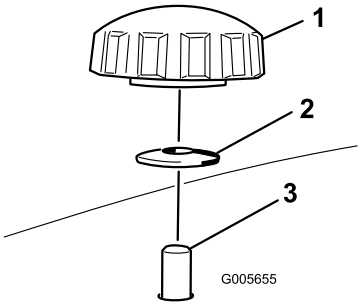
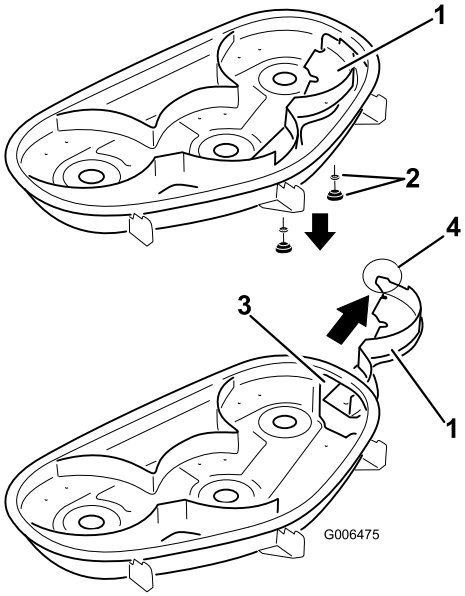

Figura 25
Figura 26
4. Togliete le 2 manopole e le rondelle curve che fissano il diaframma destro al tosaerba come illustrato nella Figura 25.
5. Togliete il diaframma destro e abbassate il deflettore dell'erba sull'apertura di scarico come illustrato nella Figura 26 e Figura 25.
4. Infilate il diaframma destro nell'apertura di scarico e fissarla utilizzando le 2 manopole e le rondelle curve (lato concavo verso il tosaerba) come illustrato nella Figura 25 e Figura 26.